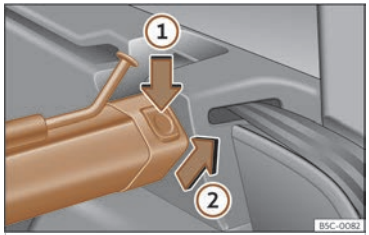

Fig. 196 Dans le coffre à bagages : démonter le filet de séparation.
- Appuyez sur la touche de déverrouillage gauche ou droite ››› **fig. 196** dans le sens de la flèche ①.
- Retirez la structure du support dans le sens de la flèche ››› **fig. 196** ②.
- Appuyez sur la structure sur les supports gauche et droit dans le sens contraire à la flèche ››› **fig. 196** ② jusqu'à ce qu'elle s'enclenche. Les repères rouges des touches de déverrouillage ne devront pas être plus visibles.